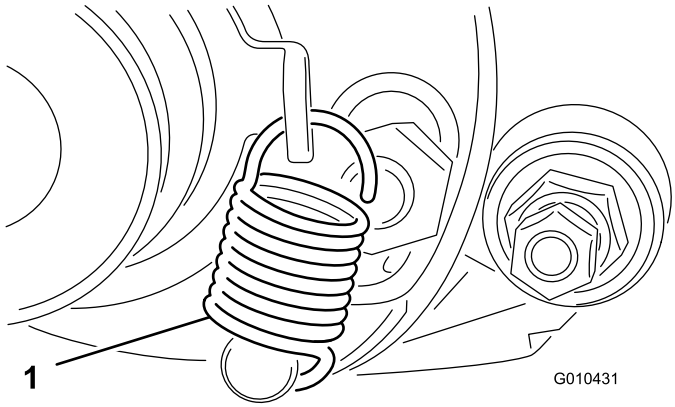

Figur 17
1. Drej styreremskiven, indtil du kan sætte forlængerfjederen i hullet i remskivebeslaget og på tapskruen som vist i Figur 17.